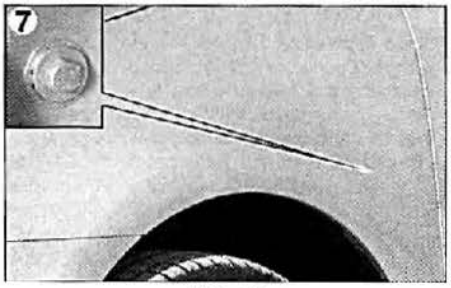

FIG. 16
• Desmontar el tornillo (7) situado en el interior de la aleta delantera **(fig16).**